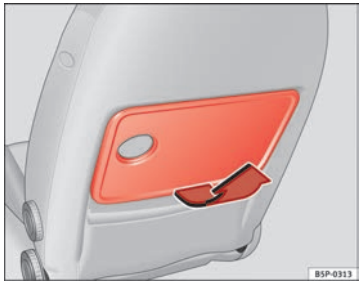

Fig. 103 Folding tray on the front left seat
– To open the tray, open it up in the direction of the arrow ⇒ Fig. 103.